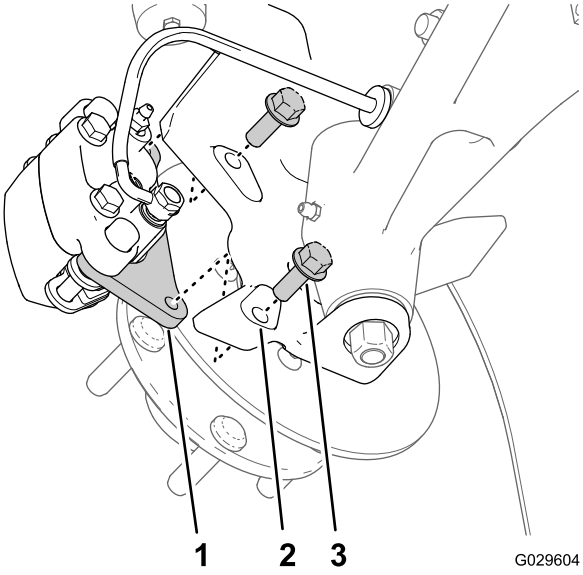
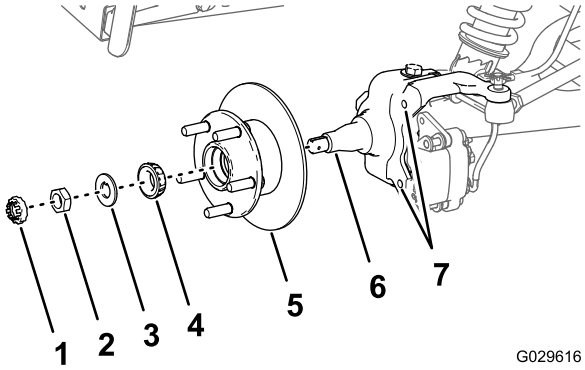

Figura 31
Figura 35
3. Togliete i bulloni a testa flangiata (3/8 x 1 poll.) che fissano la staffa del gruppo del freno al mandrino e separate il freno dal mandrino (Figura 31).
1. Lubrificate leggermente il mandrino con il grasso specificato (Figura 35).
2. Montate il mozzo e il rotore sul mandrino con il rotore verso l'interno (Figura 35).
3. Montate il cuscinetto esterno sul mandrino e inserite il cuscinetto sull'anello esterno (Figura 35).
4. Montate la rondella di sicurezza sul mandrino (Figura 35).
5. Avvitate il dado del mandrino sul mandrino e serrate il dado mentre ruotate il mozzo (Figura 35).
2. Allineate le pastiglie dei freni su ciascun lato del rotore (Figura 31) e i fori sulla staffa della pinza con i fori sul supporto del freno del telaio del mandrino (Figura 35).
3. Montate la staffa della pinza sul telaio del mandrino (Figura 31) con 2 bulloni a testa flangiata (3/8 x 1 poll.) e serrate i bulloni a una coppia di 47–54 N·cm.